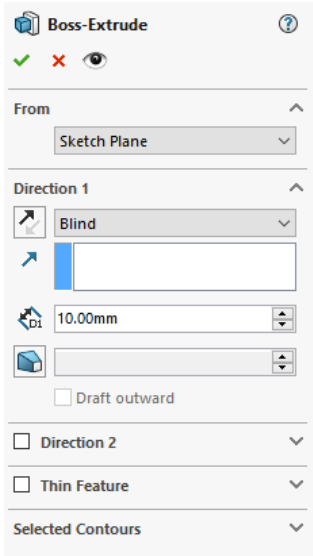

Figure 2-69** The **Boss-Extrude PropertyManager
1. Choose the **Extruded Boss/Base** button from the **Features CommandManager**; the sketch is automatically oriented to the trimetric view and the **Boss-Extrude PropertyManager** is displayed, as shown in Figure 2-69.